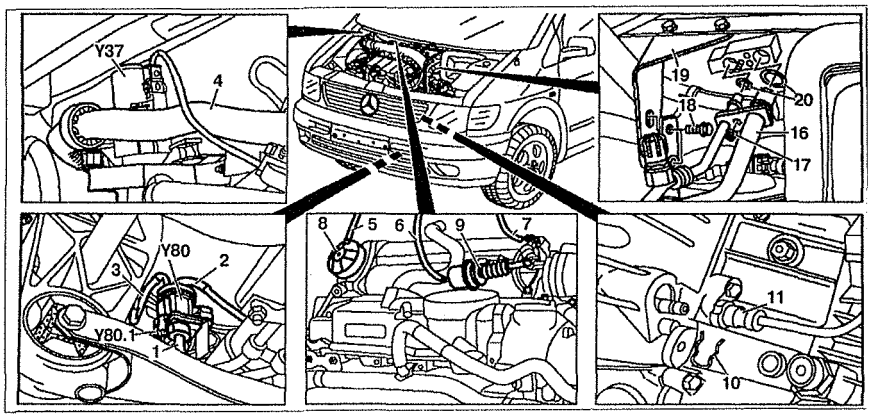

Рис. 5.1. Снятие и установка двигателя с подрамником:
5. Отсоедините патрубок **4** системы охлаждения от циклового клапана **Y37** (см.рис.5.1).